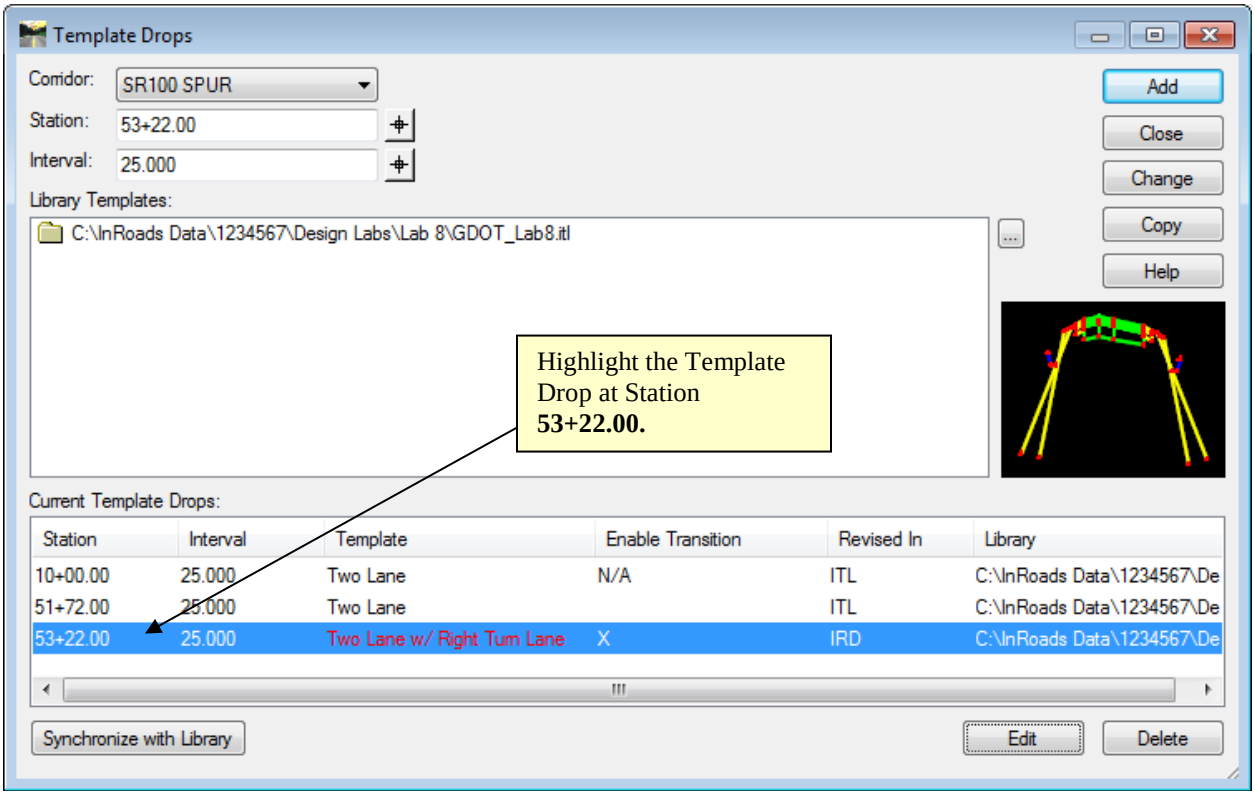

Figure L8-19 Template Drops
- In the **Template Drops** dialog, ensure the Template Drop at Station **53+22.00** is highlighted as shown in *Figure L8-19*.